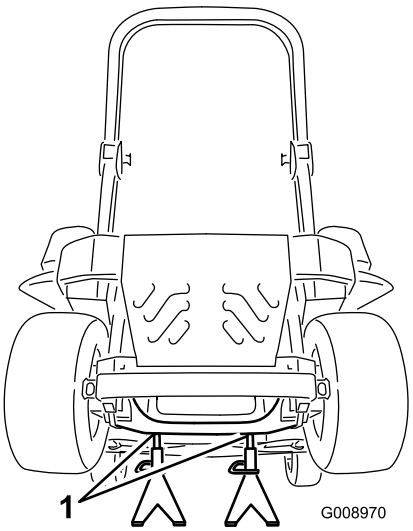

Figure 104
3. Soulevez la machine sur des chandelles (Figure 104).
9. Retirez les chandelles et abaissez la machine (Figure 104).